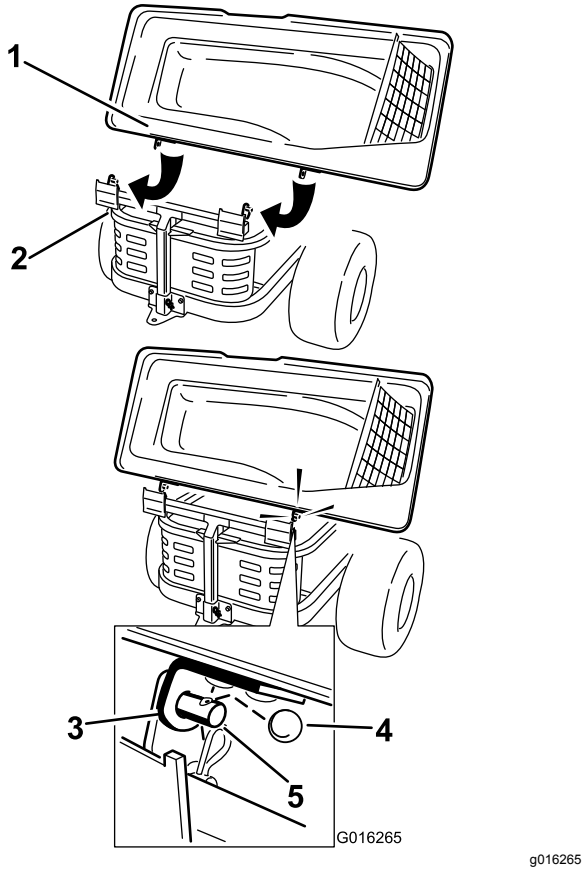

Figur 20
2. Før brakettene over tappene på oppsamlerrammen og monter den runde splintpinnen i hullet på høyre tapp (Figur 20).